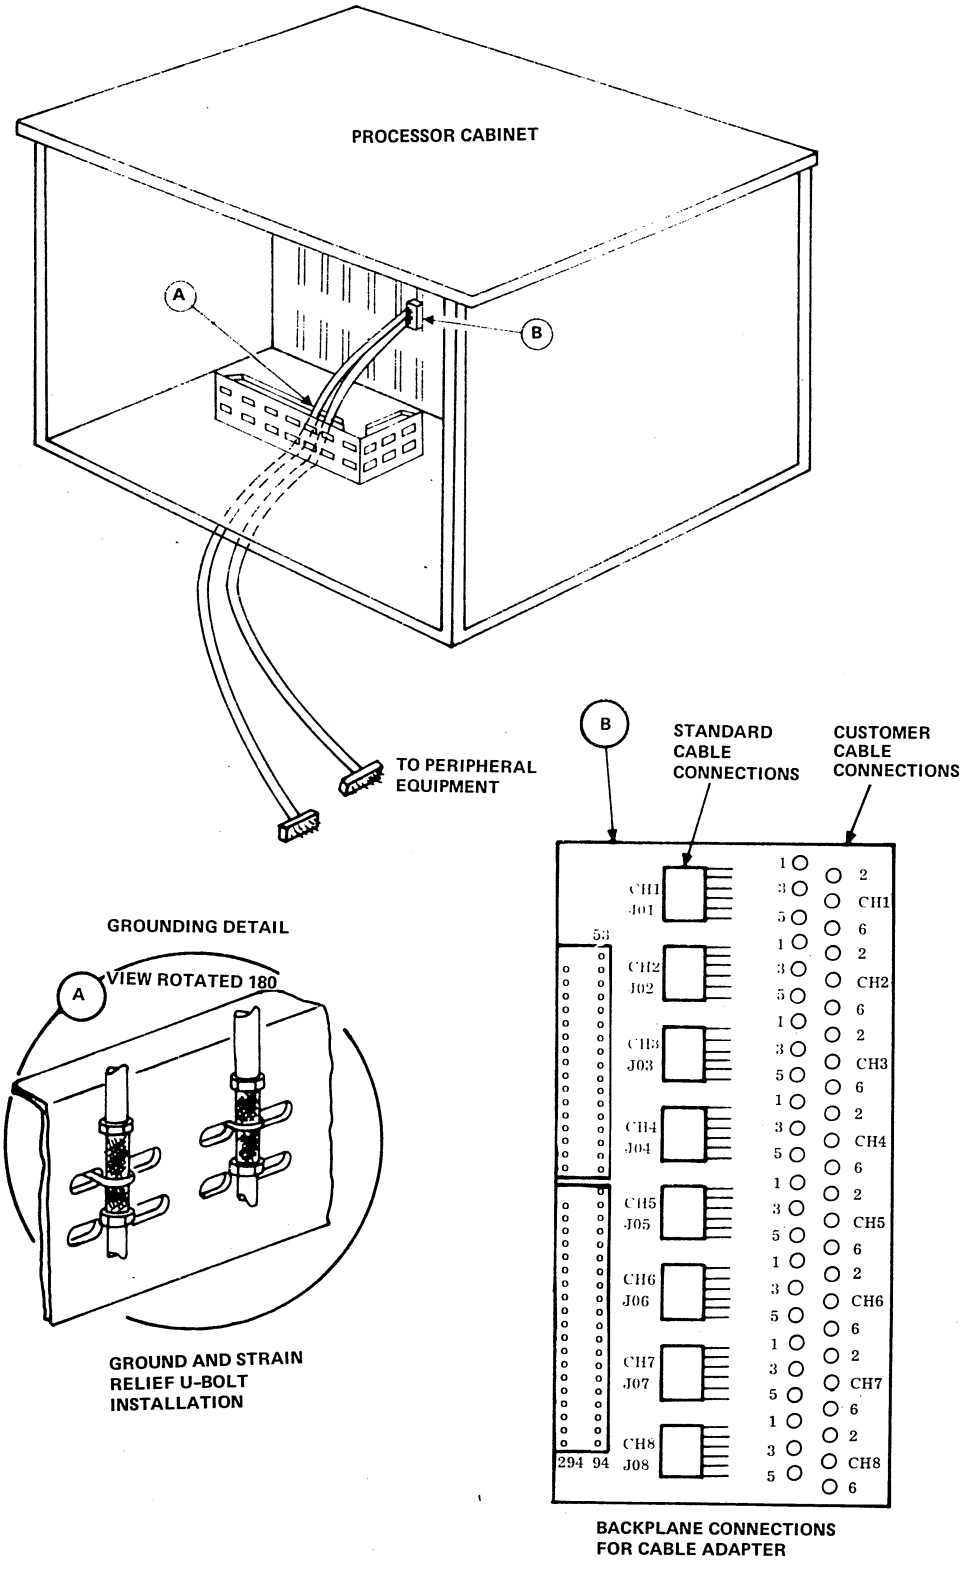

Figure 17-6. CYBER 18 Output Card Punch Signal Cable Installation
3. Ensure that the signal cable is routed through the required strain relief positions and properly grounded. Refer to figure 17-6.
4. Connect the cable to the eight-channel communication line adapter interface board connector for the desired operating channel. Refer to figure 17-6 and section 19.